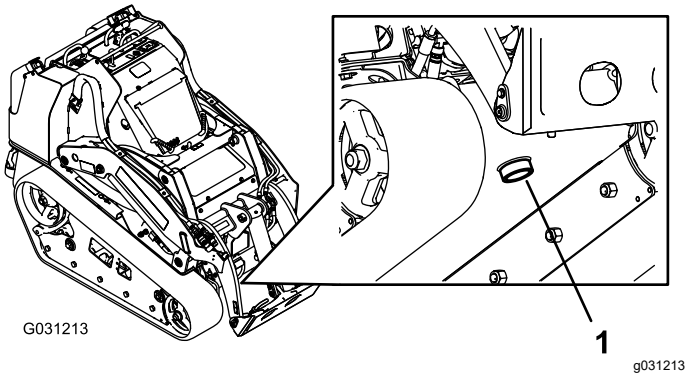

**Figura 74**
7. Coloque un recipiente grande (con capacidad para 57 litros) debajo del tapón de vaciado situado en la parte delantera de la máquina (Figura 74).
8. Retire el tapón de vaciado y deje fluir el aceite al recipiente (Figura 74).